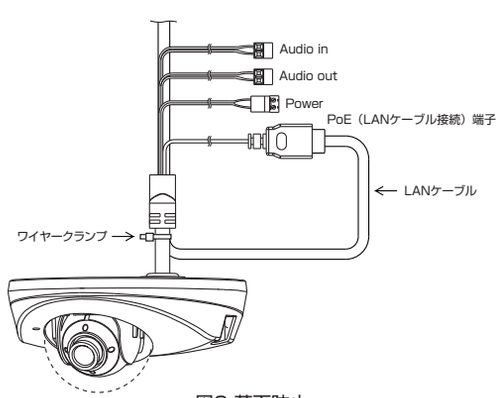

図3 落下防止
4. 落下防止のため、図3のように本機ケーブルとLANケーブルをワイヤークランプ（付属）を用いて結束すること。